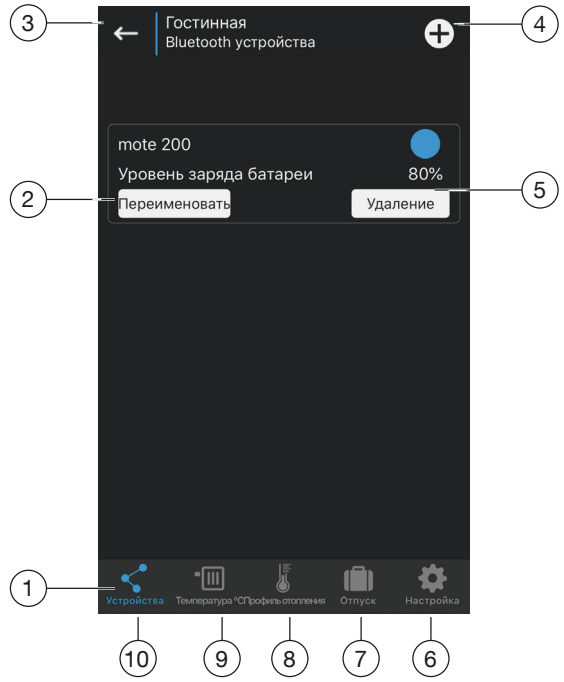

Рис. 6: *„Устройства“*
Вы можете задать профиль нагрева для каждого созданного помещения. Если в меню „mote 200 HOME“ нажать на соответствующее помещение, появится меню, показывающее устройства, закрепленные за помещением. (меню „Устройства“) Главное меню (поз. 1, рис. 6 на стр. 11) открывает меню „Устройства“, „Температура“, „Профиль нагрева“, „Профиль отпуск“ и „Настройка“.
(Поз. 10, Рис. 6 на стр. 11)
(Поз. 9, Рис. 6 на стр. 11)
(Поз. 8 , Рис. 6 на стр. 11)
(Поз. 7, Рис. 6 на стр. 11)
(Поз. 6, Рис. 6 на стр. 11)
- ▶ Если вы хотите удалить программирование, действуйте, как описано в п. Рис. 6 на стр. 11. Продолжайте повторное использование, как описано в п. 6 на стр. 8 и Рис. 1 на стр. 7.